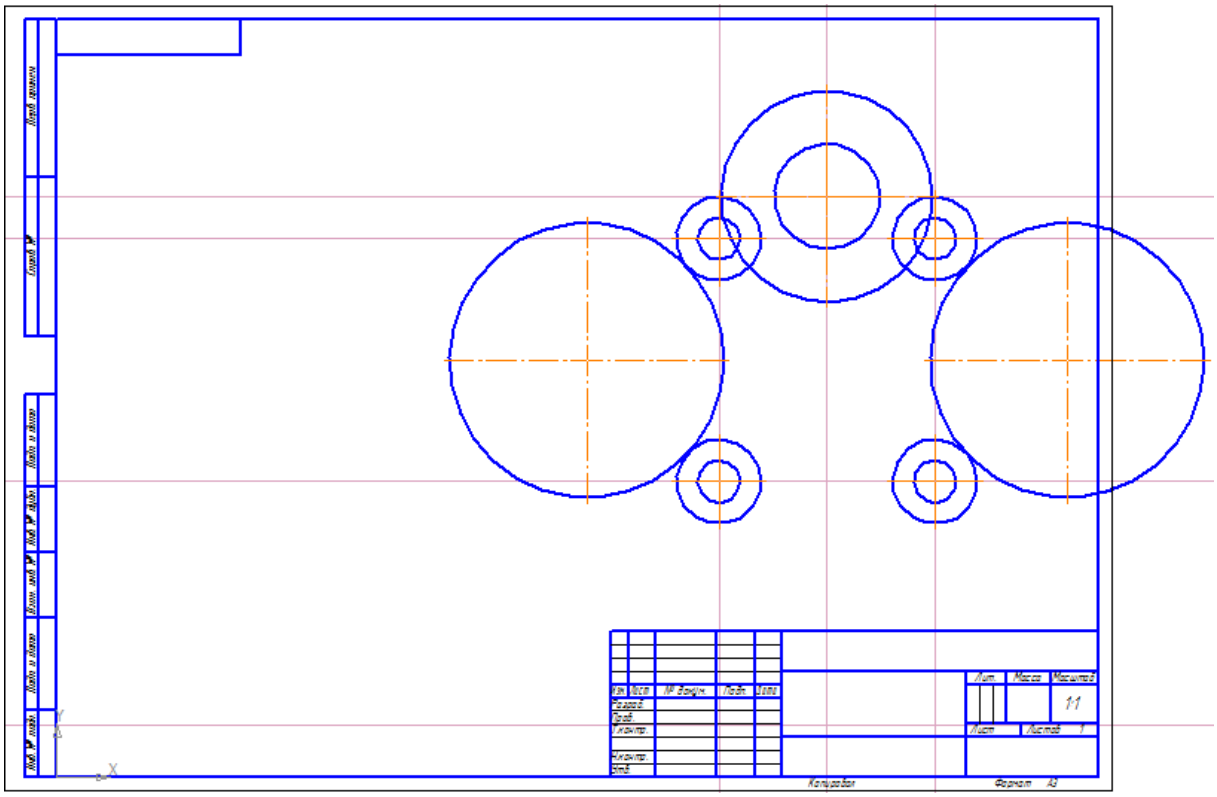

Рисунок4.9 – Побудова двох кіл з радіусами 20 та 40 мм.
13) Після завершення побудови другого кола з радіусом 52 мм, обираємо команду *Паралельна пряма* на панелі *Геометрія*, та будуємо допоміжну паралельну пряму на відстані 108 мм над нижньою горизонтальною допоміжною прямою. В результаті отримуємо точку прив'язки *Перетин* у місці перетинання побудованої допоміжної прямої з середньою вертикальною прямою. Дану точку прив'язки використаємо у якості центру двох наступних кіл з радіусами 20 та 40 мм (рис. 4.9).